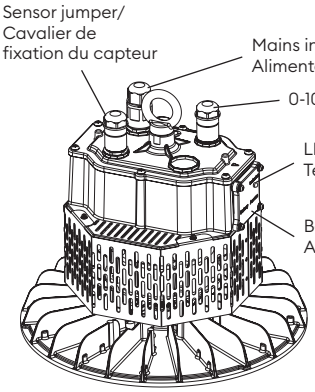

Fig 1.
6. If using 0-10V control, connect 0-10V dimming cable (Fig.1) to the 0-10V input cable or slave product (see master and slave operation). Violet = DIM+, Pink = DIM-.
6. Si vous utilisez une commande 0-10V, connectez le câble de variation 0-10V (fig.1) au câble d’entrée 0-10V ou au produit esclave (voir fonctionnement maître/esclave). Violet = DIM+, Rose = DIM-.